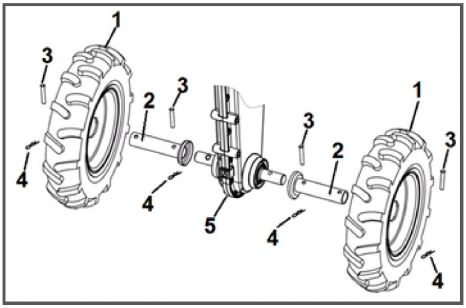

Рис. 6 Установка колес на мотоблок
2. Установите оси колес 2 на выходной вал редуктора 5 (Рис. 6). Закрепите оси пальцами 3 и шплинтами 4 (Рис. 6).
3. Установите колеса 1 на оси 2 и закрепите их пальцами 3 и шплинтами 4 (Рис. 6).